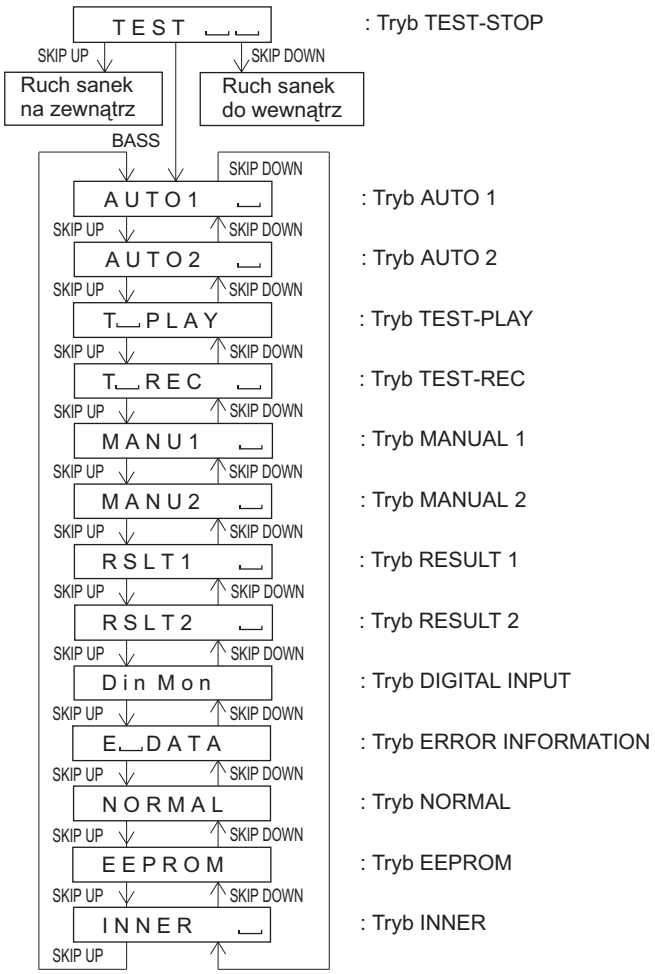

Rys.2.2. Menu trybu serwisowego TEST.
(1) ustawić odpowiednie stany portów mikroprocesora IC401: TEST1: „L” stan niski (TP416), TEST0: „H” stan wysoki,
(2) włączyć zasilanie,
(3) włącza się tryb serwisowy [TEST _ _] (rys.2.2).
(4) przez dwie sekundy świeci się cały wskaźnik LCD,
(5) włącza się tryb serwisowy [TEST _ _] (rys.2.2).